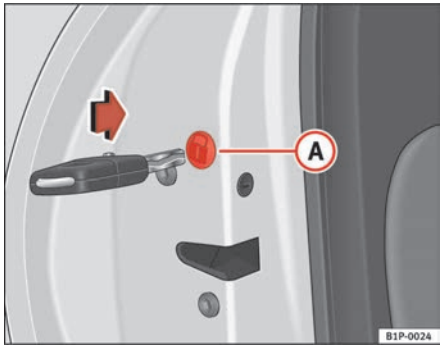

**Fig. 59 Locking the doors manually**
Open the door and remove the cap (A) ⇒ fig. 59 printed with a lock image. This will expose a circular element with a groove in the centre. Insert the key into the groove and rotate the element clockwise for the right hand side doors and anticlockwise for the left hand side doors.